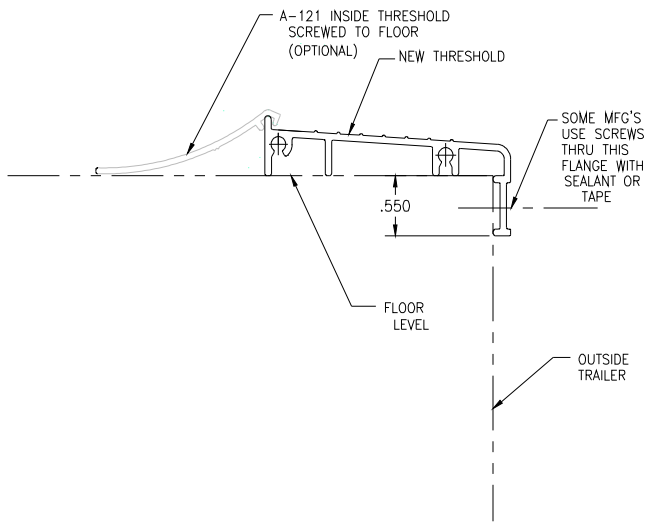

Figure 5
11. **Drive screws through threshold if necessary or desired.** ***(See Figure 5)***